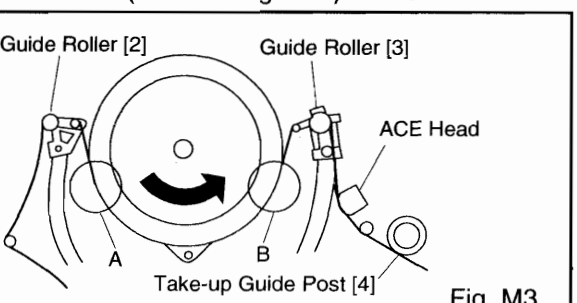
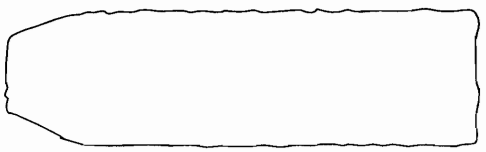
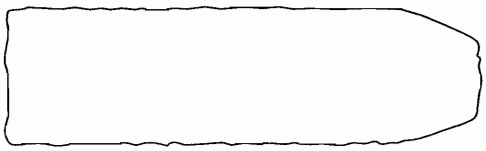
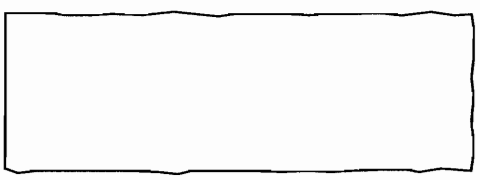

Fig. M3
Fig. M7
Fig. M8
Fig. M9
1. Play back a blank cassette tape and check to see that the tape runs without creasing at Guide Rollers [2] and [3], and at points A and B on the lead surface. (Refer to Fig M3 and M4.)
2. If creasing is apparent, align the height of the guide rollers by turning the top of Guide Rollers [2] and [3] with a Guide Roller Adj. Screwdriver. (Refer to Fig. M3 and M5.)
3. Check to see that the tape runs without creasing at Take-up Guide Post [4] or without snaking between Guide Roller [3] and ACE Head. (Fig. M3 and M5)
2. Play back the Gray Scale on the Alignment Tape (FL8N) **[SRV192]** or (FL8NW) **[SRV194, SRV196].** Set the Tracking Control Circuit to the center position by pressing the CH UP and then the PLAY button on the VCR. Adjust the height of Guide Rollers [2] and [3] (Fig. M3, Page 2-3-3) watching the oscilloscope display so that the envelope becomes as flat as possible. To do this adjustment, turn the top of the Guide Roller with the Guide Roller Adj. Screwdriver.
3. If the envelope is as shown in Fig. M7, adjust the height of Guide Roller [2] (Refer to Fig. M3) so that the waveform looks like the one shown in Fig. M9.
4. If the envelope is as shown in Fig. M8, adjust the height of Guide Roller [3] (Refer to Fig. M3) so that the waveform looks like the one shown in Fig. M9.
5. When Guide Rollers [2] and [3] (Refer to Fig.M3) are aligned properly, there is no envelope drop either at the beginning or end of track as shown in Fig. M9.
Note: Upon completion of the adjustment of Guide Rollers [2] and [3] (Refer to Fig. M3), check the X Value by pushing the CH UP or DOWN buttons alternately, to check the symmetry of the envelope. Check the number of pushes to ensure center position. The number of pushes UP to achieve 1/2 level of envelope should match the number of pushes DOWN from center. If required, redo the "X Value Alignment."